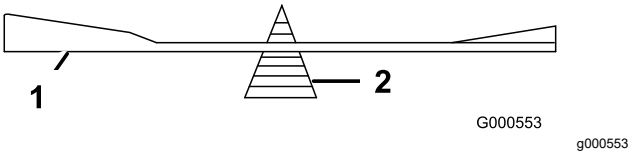

Figur 65
2. Sjekk knivens balanse ved å legge den på en balanseringsinnretning (Figur 65).